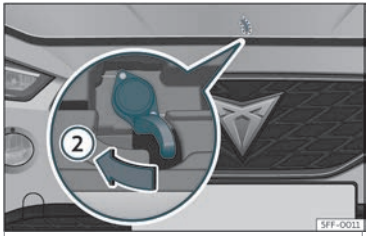

Abb. 184 Hebel unter der Motorraumklappe.
- Um die Motorraumklappe zu öffnen, drücken Sie den Hebel unterhalb der Motorraumklappe in der Mitte mit der Hand nach links››› **Abb. 184** ②. Die Fanghaken werden entriegelt.